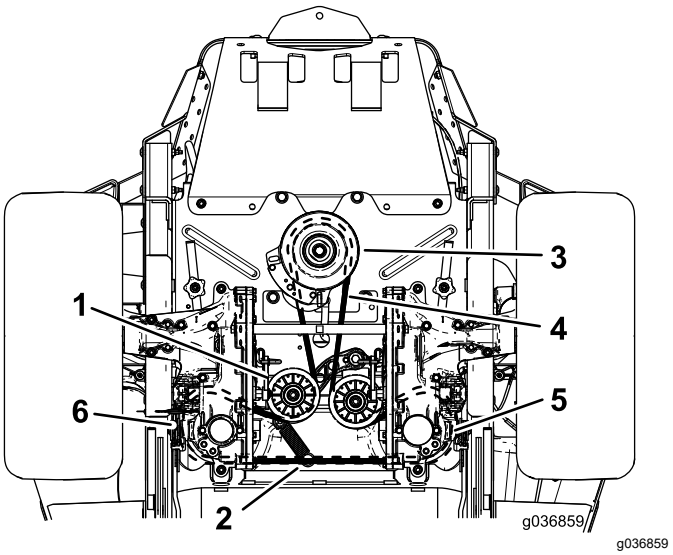

Figur 65
6. Fjern blindfjæren fra stolpen (Figur 65).
8. Monter den nye remmen rundt motorremskiven og de to hydraulikkpumperullene (Figur 65).